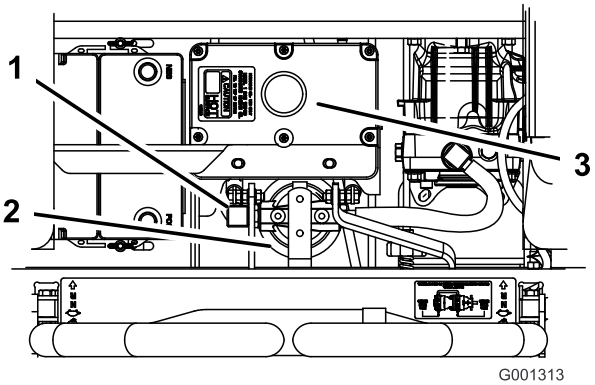

Figur 71
4. Fjern den højre hydraulikslange, der går ind i adapteren (Figur 71).
6. Monter højre hydraulikslange på adapteren (Figur 71).